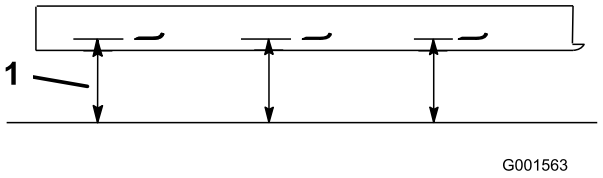

Figura 54
2. Mida desde una superficie nivelada hasta el filo de corte, posición A, de las cuchillas (Figura 54). Anote esta dimensión.